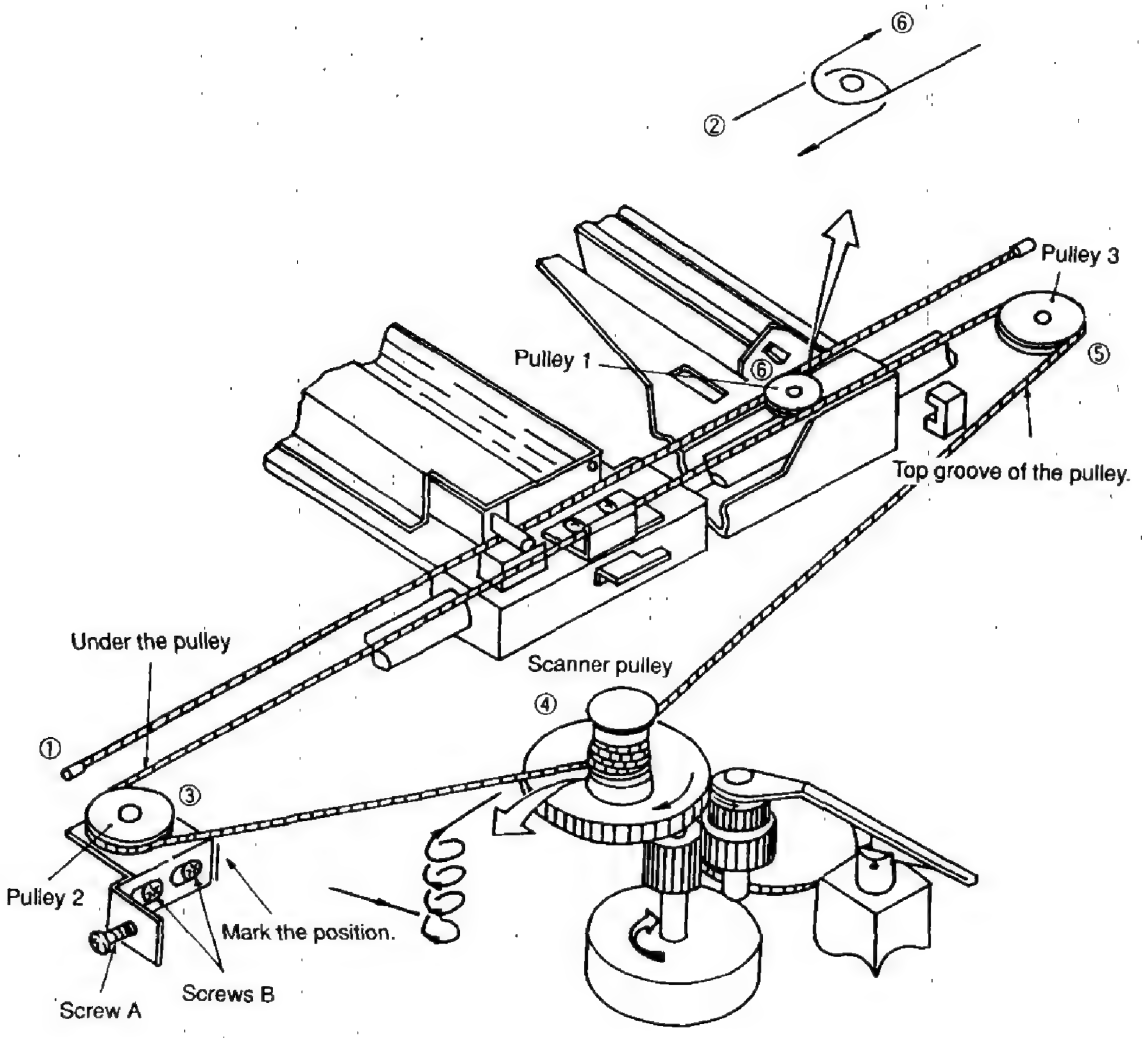

Figure 4-15 Scanner Drive Assembly
1) Route the scanner cable as shown in Figure 4-15.